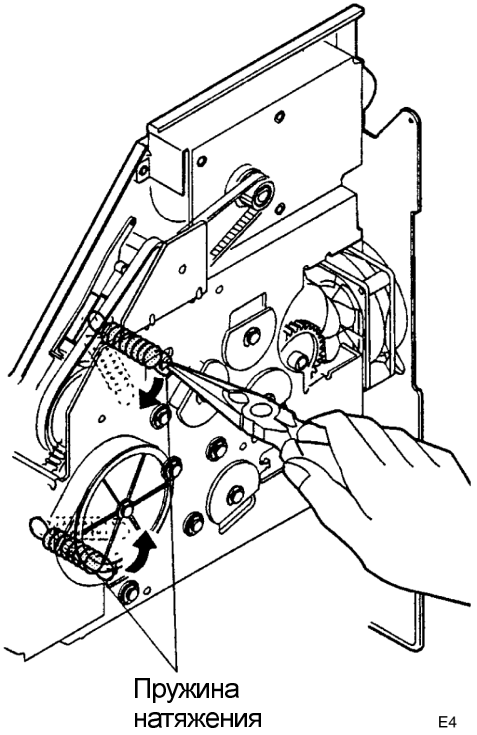

Рисунок 2. Снятие пружин
4. (Рисунок 2): Снимите пружины натяжения.